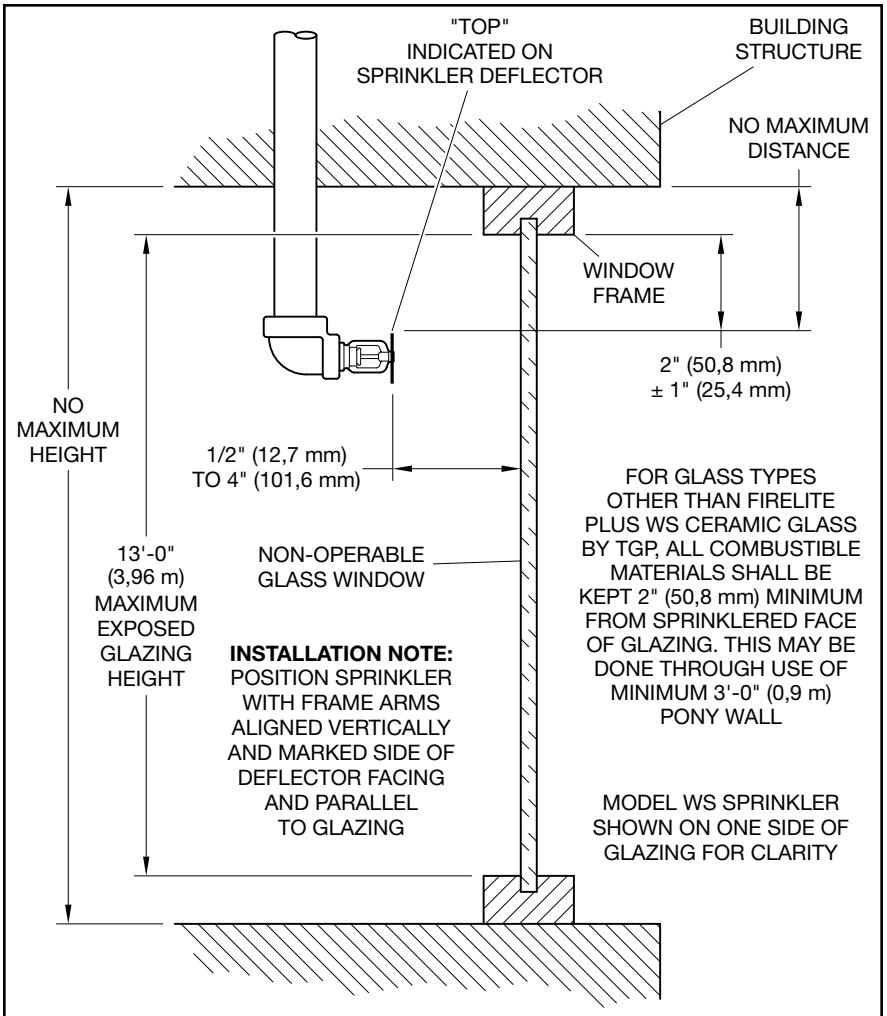

FIGURE 3C
(Refer to Figures 3C and 3D)
- Horizontal Sidewall: Locate within the outside edge of the window frame from 1/2 in. to 4 in. (12,7 mm to 101,6 mm) away from the glass and 2 in. ± 1 in. (50,8 mm ± 25,4 mm) down from the top of the exposed glass. Refer to Figure 3C.